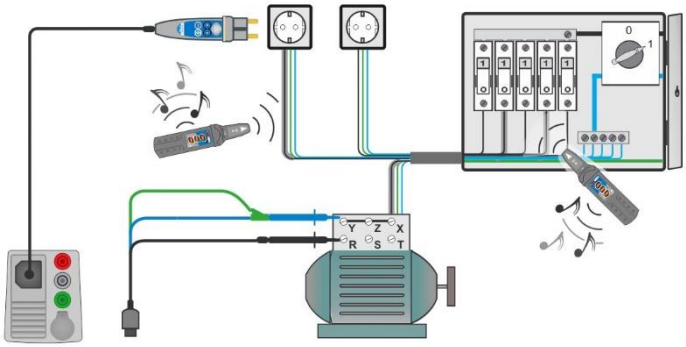
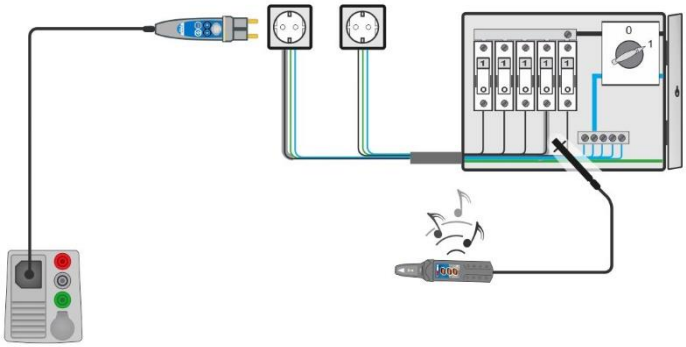

Figure 7.140: Tracing wires under walls and in cabinets
Figure 7.141: Locating individual fuses
- Connect 3-wire test lead or Plug commander to the tested object (see ***Figure 7.140*** and ***Figure 7.141***).